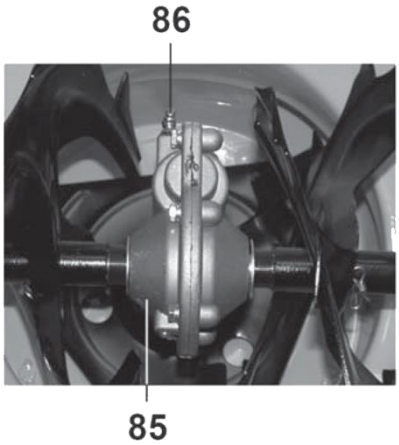

Рис. 43
9.18. Обслуживание редуктора (Рис. 43).